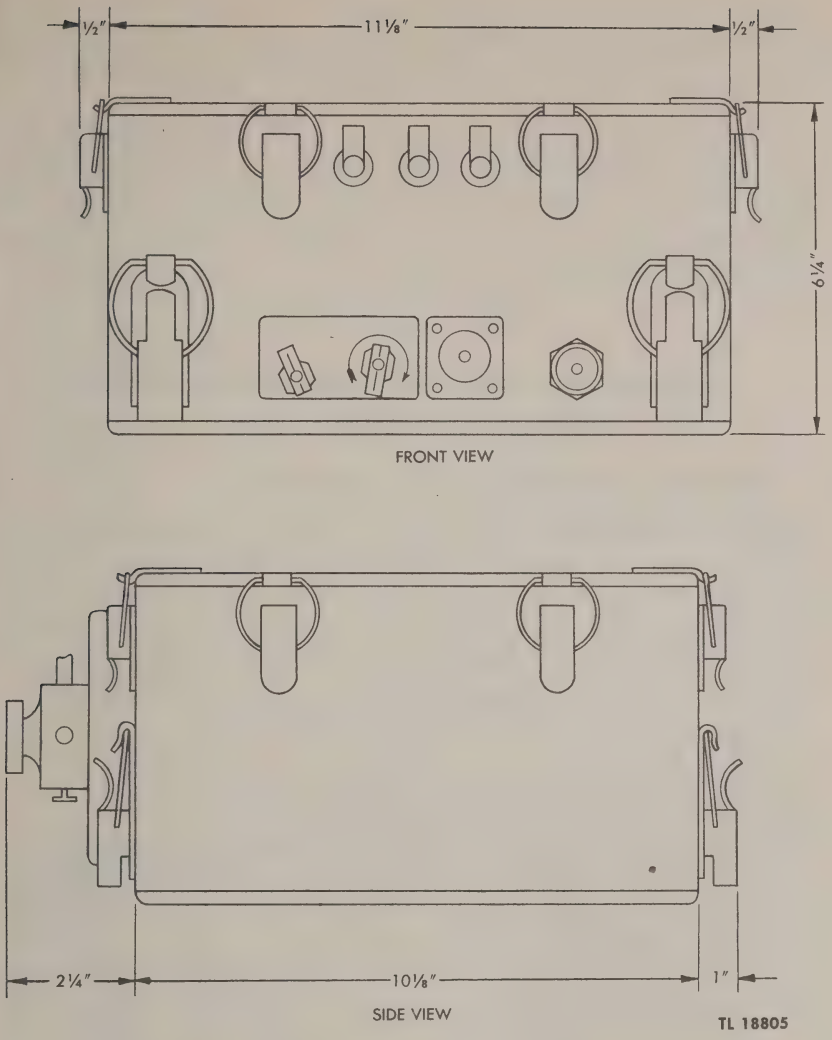

Figure 6. Receiver-Transmitter BC-1335, dimensions.
b. Receiver-Transmitter BC-1335. The receiver-transmitter is contained in an aluminum cabinet, 12⅛ inches long, 13⅜ inches deep, and 6¼ inches high (fig. 6). The top of the cabinet, which is fastened with 8 catch-clips, is provided with a mount for Control Unit RM-53 (part of Remote Control Equipment RC-261). The bottom